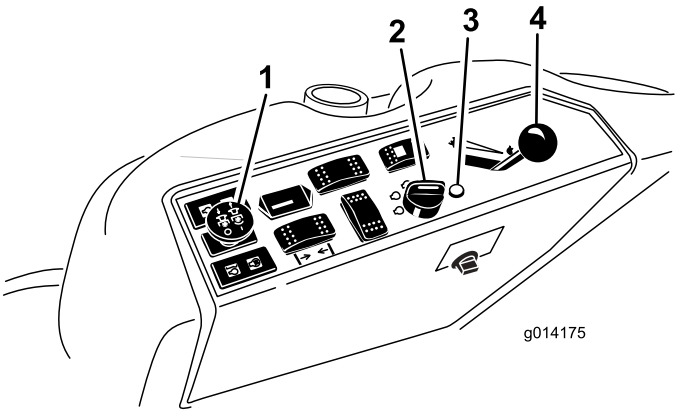

Figura 11
4. Disinserite la presa di forza (posizione Off) (Figura 11).
5. Portate la leva dell'acceleratore al centro tra le posizioni Minima e Massima (Figura 11).